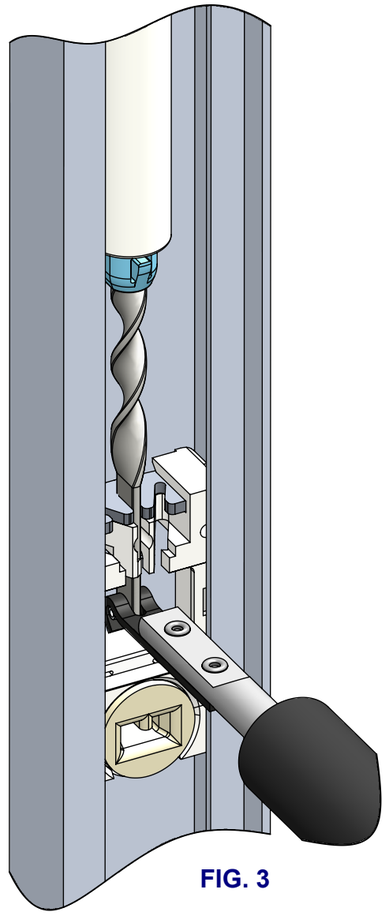

FIG. 3
3. BE SURE THAT SPIRAL ROD IS PROPERLY SEATED IN PIVOT LOCK SHOE (SEE FIG. 3).